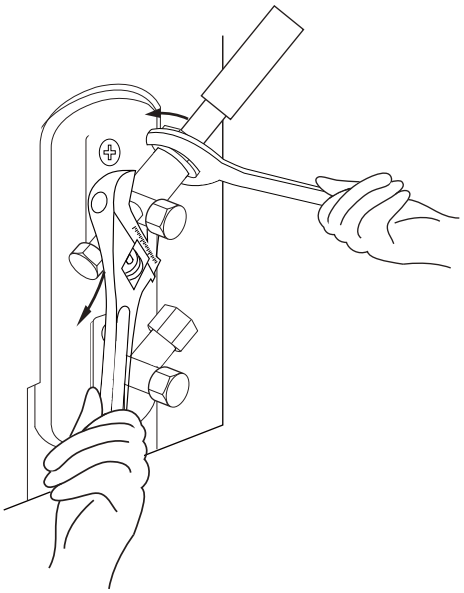

Fig. 5.10
4. Greifen Sie mit einem Schraubenschlüssel den Ventilkörper. Greifen Sie nicht die Mutter, die das Wartungsventil abdichtet. (Siehe Abb. 5.10)